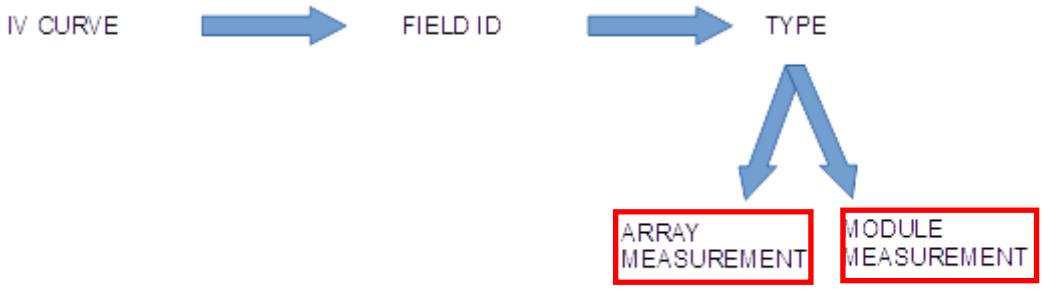

Figure 14.7.3-21 Sélection pour la mesure de la courbe I-V
- TEST réalisé sur un module (voir Figures 14.7.3-21) :